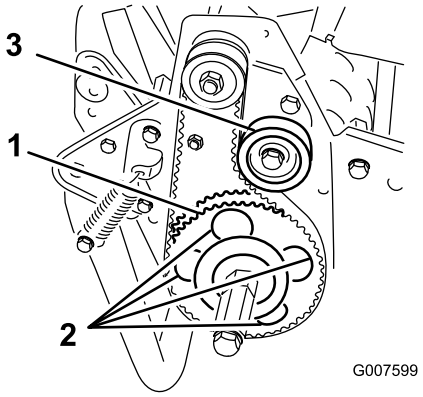

Rysunek 45
7. Obróć koło napędzane do momentu, aż nastąpi zrównanie otworów z 4 śrubami kołnierzowymi łożyska rolki (Rysunek 45).
11. Wyreguluj napięcie paska i dokręć śrubę mocującą koło pasowe luźne (Rysunek 45).